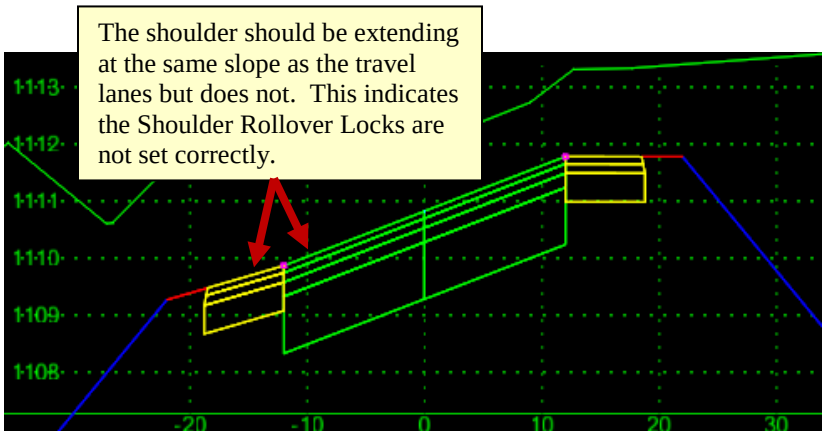

Figure L8-78 Roadway Designer
- Verify your **Cross Section View** is similar to that shown in *Figure L8-78*. (Variations are possible from computer to computer depending on how closely the **Cross Section View** Window is zoomed in or out).